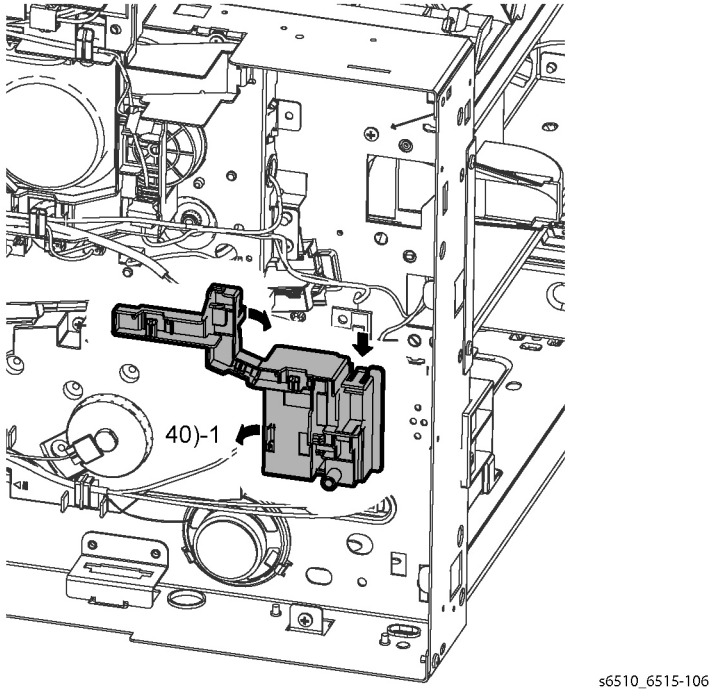

Figure 6 Remove the Duct Harness Guide
19. Refer to Figure 6 to release three hooks on the Duct Harness Guide and remove the guide.